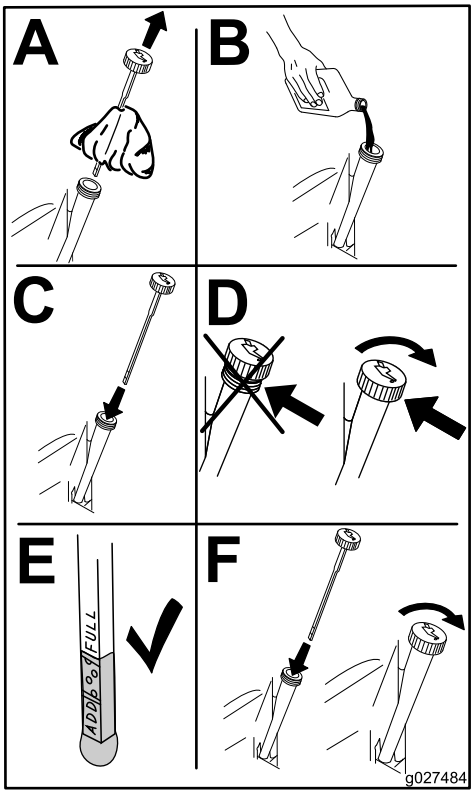

Figur 38
6. Hæld langsomt ca. 80 % af den angivne mængde olie i påfyldningshullet (Figur 38).
7. Kontroller oliestanden. Se Figur 38.